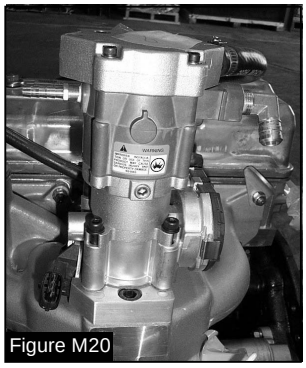

Figure M20
11. Place mixer intake gasket on top of the mixer (Figure M20), then place the air horn adapter on top of the mixer with the intake tube facing the valve cover (air cleaner side of the engine). Tighten the air horn retaining bolts to specified torque values.